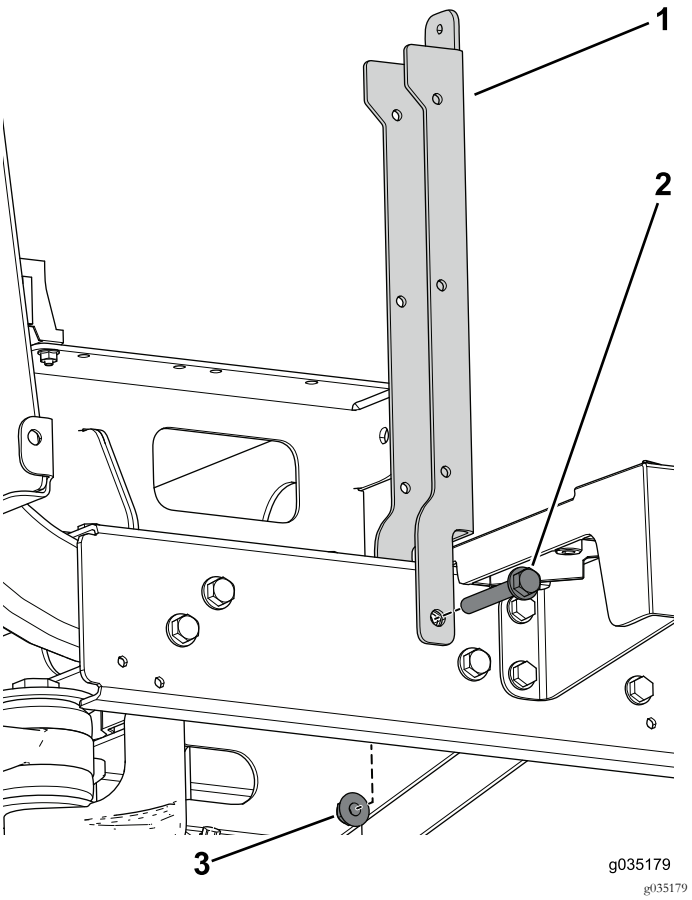

Figur 84
4. Sätt fast sätesstödet med flänsskruven (3/8 x 2 1/2 tum) och flänsmuttern (Figur 84).